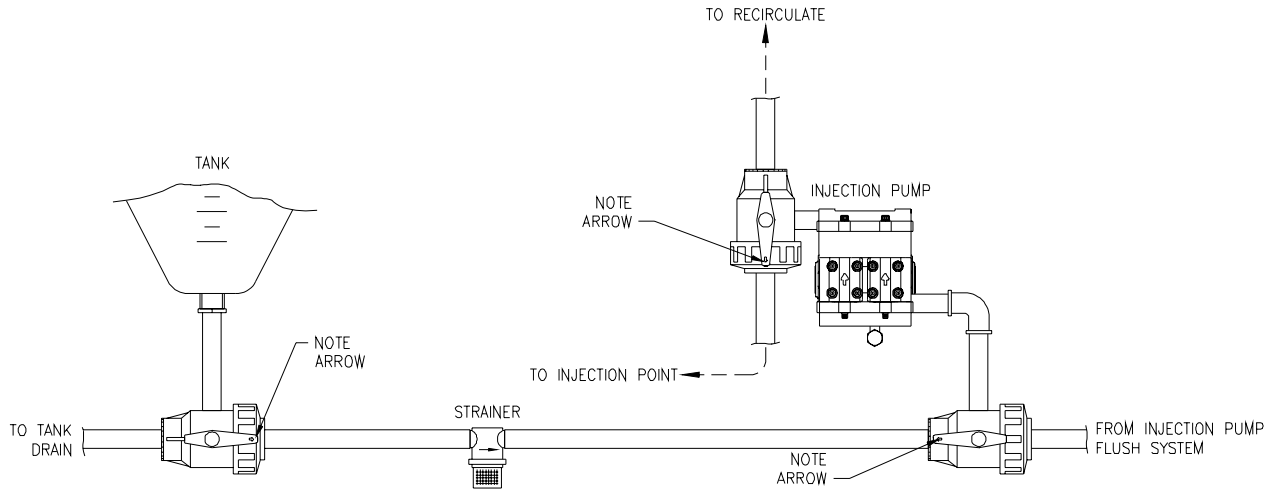

FIGURE 9C
6) Figure 9C illustrates typical injection module plumbing, showing the three way valve handle positions for injecting product.